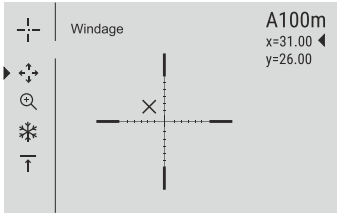

Fig.5
- Se il punto di impatto non corrisponde al punto di mira (centro del reticolo del cannocchiale), tenere premuto il tasto **M (4)** per accedere al menu principale.
- Nel centro del display compare una croce ausiliaria , con le relative coordinate X e Y nell'angolo in alto a destra **(vedere la fig. 5)**.
- Cambiare la direzione di spostamento della croce ausiliaria da orizzontale a verticale con una pressione breve sul tasto **M (4).**